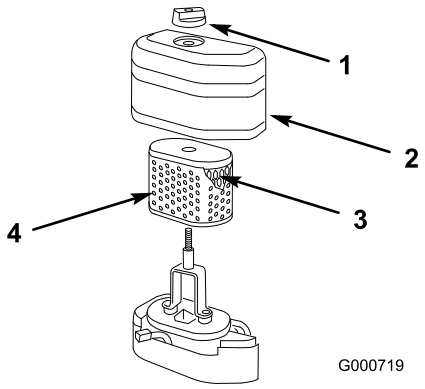

Bild 28
2. Schrauben Sie das Handrad los und entfernen Sie die Luftfilterabdeckung (Bild 28).